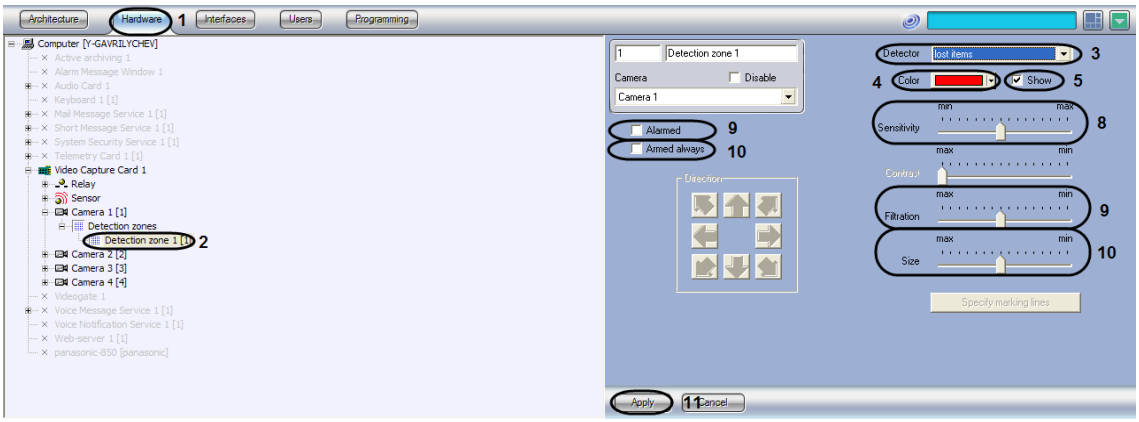

Figure 8.4-63 Configuring Abandoned objects detection tool
1. Go to the “Hardware” tab in the “System settings” dialog box (Figure 8.4-63, 1).
2. Select the “Detection zone” object corresponding to the required detection tool, on the “Hardware” tab in the objects tree (Figure 8.4-63, 2). The settings panel for the selected object appears on the right of the “Hardware” tab.
3. Enable the abandoned objects detection tool (see the “Enabling, configuring and disabling video detection tools” section) or select the abandoned objects detection tool registered earlier (Figure 8.4-63, 3).
5. To change the frame color, select it in the “Color” list or on the “Select color” panel, called by “Select color” command in the “Color” list (Figure 8.4-63, 4). To return the default frame color, select the “By default” command in the “Color” list.
6. By default, the detected (or lost) object is dynamically framed. If an abandoned (or lost) object is not to be framed, then set the “Show” checkbox unchecked (Figure 8.4-63, 5).
7. Set the value of the “Sensitivity” parameter by moving the the slider of the same name (Figure 8.4-63, 6). This setting corresponds to the minimum value of the average brightness of the abandoned (or lost) object, which triggers the detection tool only by its appearance in the frame, not by the appearance of any other objects.
8. Set the value of the “Filtration” parameter by moving the slider of the same name (Figure 8.4-63, 7). This setting corresponds to the time interval at the end of which the object in the frame is considered to be “abandoned” (or “lost”). The “Max” position of the slider corresponds to 3 minutes, the “Min” position – to 3 seconds.
9. Set the value of the “Size” parameter by moving the slider of the same name (Figure 8.4-63, 8). This setting corresponds to the part of the total frame square, occupied by the smallest detected object. When an object that is bigger than the preset one is detected as “abandoned”, the abandoned objects detection tool switches to the alarm status.
10. To enable the auto recording option on an abandoned objects detection tool alarm for the selected camera, set the “Alarmed” checkbox (Figure 8.4-63, 9).
11. To disable disarming of the abandoned objects detection tool by any user (irrespectively of his rights), set the “Armed always” checkbox (Figure 8.4-63, 10).
12. Click the “Apply” button (Figure 8.4-63, 11).